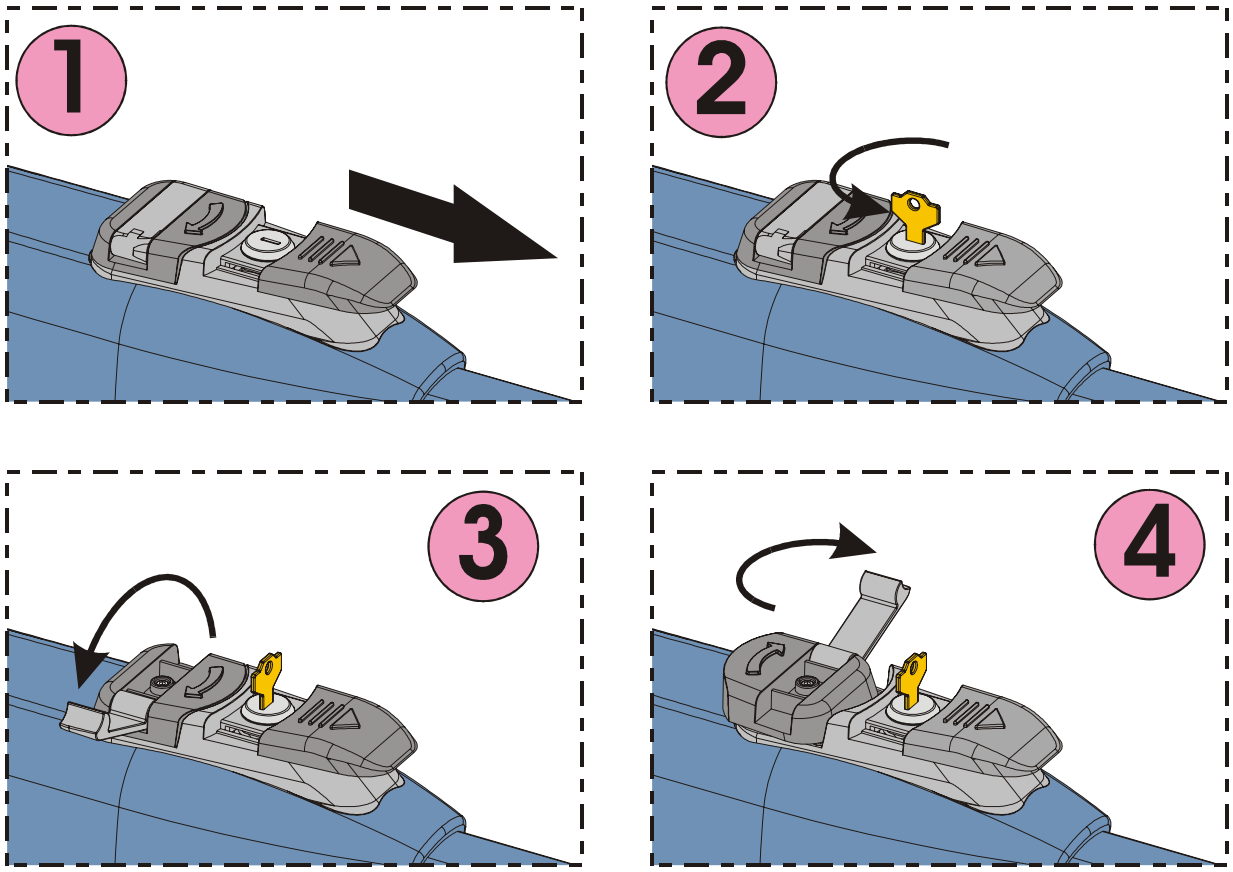

Fig. 26
2) Slide the protective cap, Fig.26/1.
3) Insert the key and turn it 90°, Fig.26/2.
4) Lift the control lever, Fig.26/3.
5) To release the operator turn 180° the control lever to the direction indicated by the arrow on the release system, Fig.26/4.